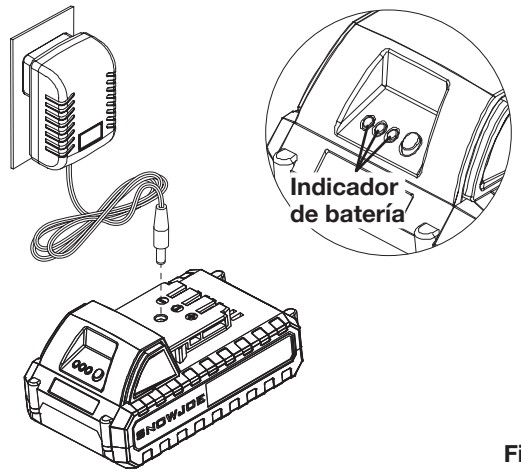

Fig. 2
2. Compruebe que el voltaje de la red sea el mismo que el indicado en la placa de especificaciones del cargador de baterías. Luego, enchufe el cargador en un tomacorriente CA apropiado. Conecte el conector del cargador en el receptáculo de carga de la batería para empezar a cargarla (Fig. 2).